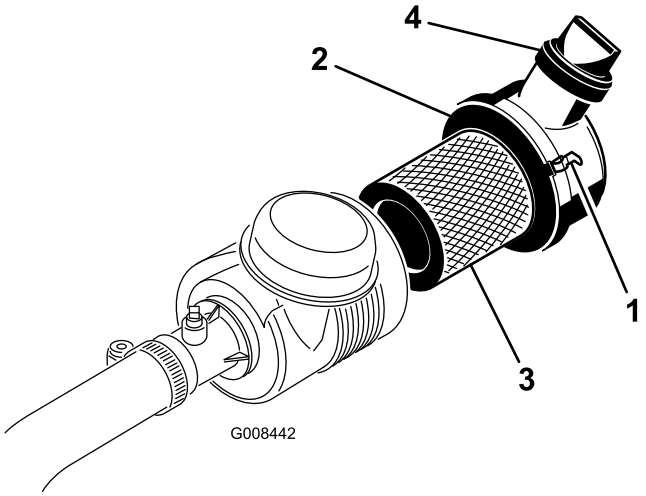

**Figur 37**
1. Åbn låsene, der fastgør luftfilterdækslet til luftfilterhuset (Figur 37).
7. Monter dækslet igen, og fastgør låsene (Figur 37).